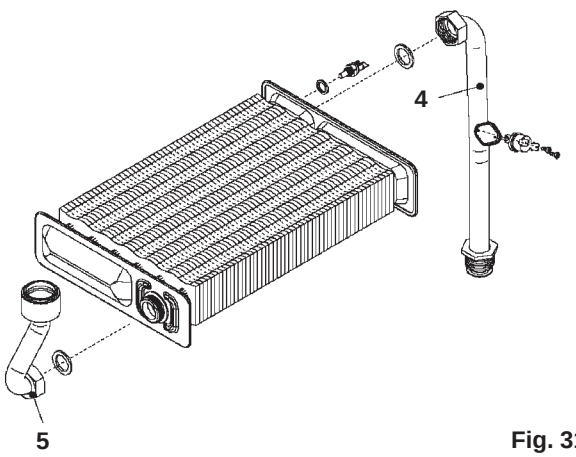

Fig. 31
Refer to fig. 31
8.9.5 Disconnect the flow and return connections (4,5, fig. 31) on the heat exchanger.